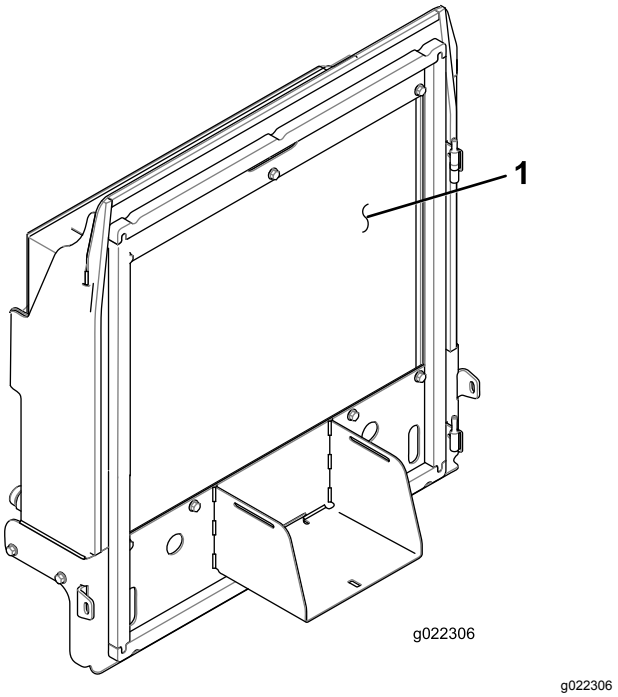

Figur 70
4. Rengör noga på båda sidor om gallret och kylaren/oljekylaren (Figur 70) med tryckluft.